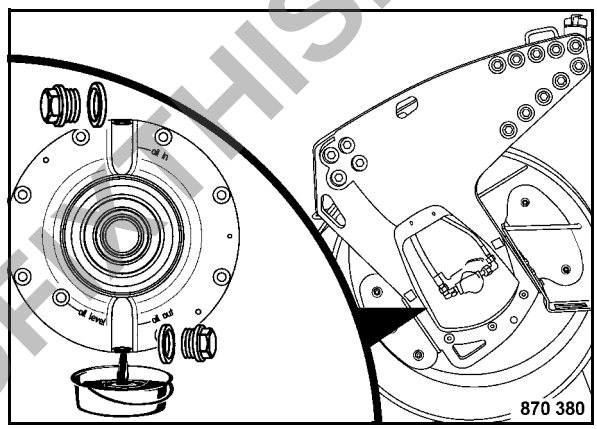

Fig. 152
- Move the drum until drain and filler plugs (Fig. 152) are exactly vertically in line.